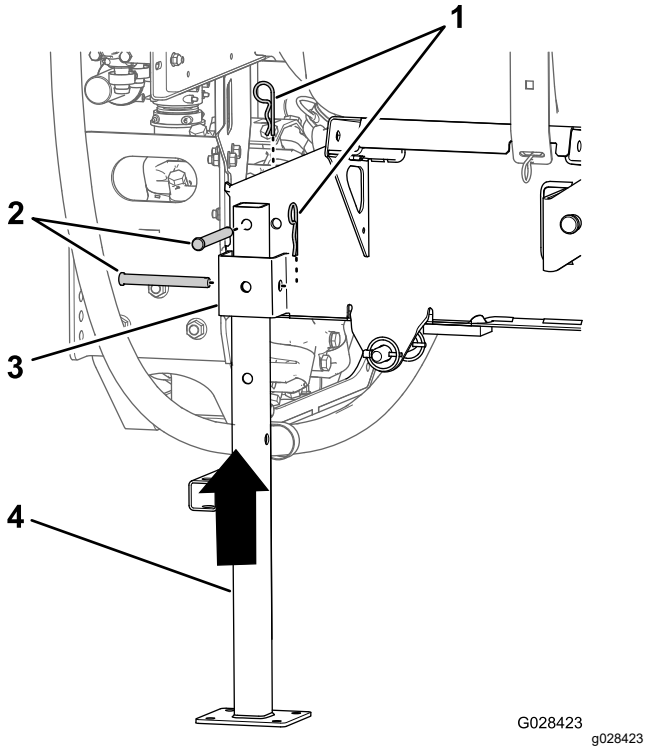

Figure 138
5. Align the rear jack stand with the rear jack-stand receiver (Figure 138).
6. Align the hole in the top of the jack stand with the hole in the frame of the tank skid (Figure 138)
7. Secure the jack stand to the receiver and the frame with 2 clevis pins (1/2 x 4-1/2 inches) and 2 hairpins (5/32 x 2-5/8 inches) as shown in Figure 138.